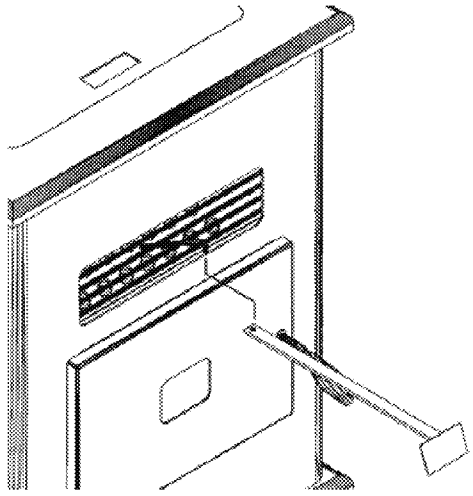

FIGURE 15
b. Clean heat exchanger tubes (see "CLEANING" and Figure 15).
a. Heat Exchange Tubes - Your stove is designed with a built-in heat exchange tube cleaner. This should be used every two or three days to remove accumulated ash on the tubes, which reduces the efficiency of your unit. Insert the handle end (with hole) of the cleaning tool onto the cleaning rod (refer to Figure 15). The cleaner rod is located in the grill above the stove door. Move the cleaner rod back and forth several times to clean the heat exchanger tubes. When finished, be sure to leave tube cleaner at the rear of the stove.